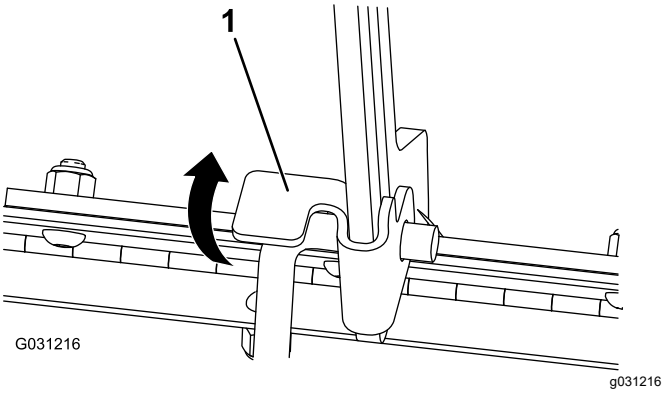

Рисунок 33
1. Приподнимите лапку, которая крепит подпорную штангу (Рисунок 33)